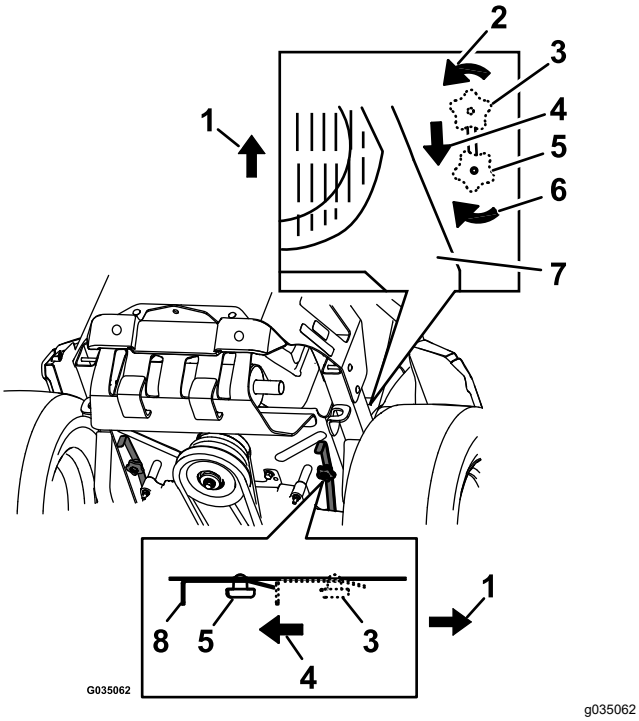

Figur 33
4. Om du vill skjuta maskinen framåt för du båda förbikopplingsvreden bakåt och låser dem sedan på plats (Figur 33).
6. När du ska köra maskinen ska du vrida förbikopplingsvreden till FRAMÅTLÄGET och låsa dem i läge (Figur 33).